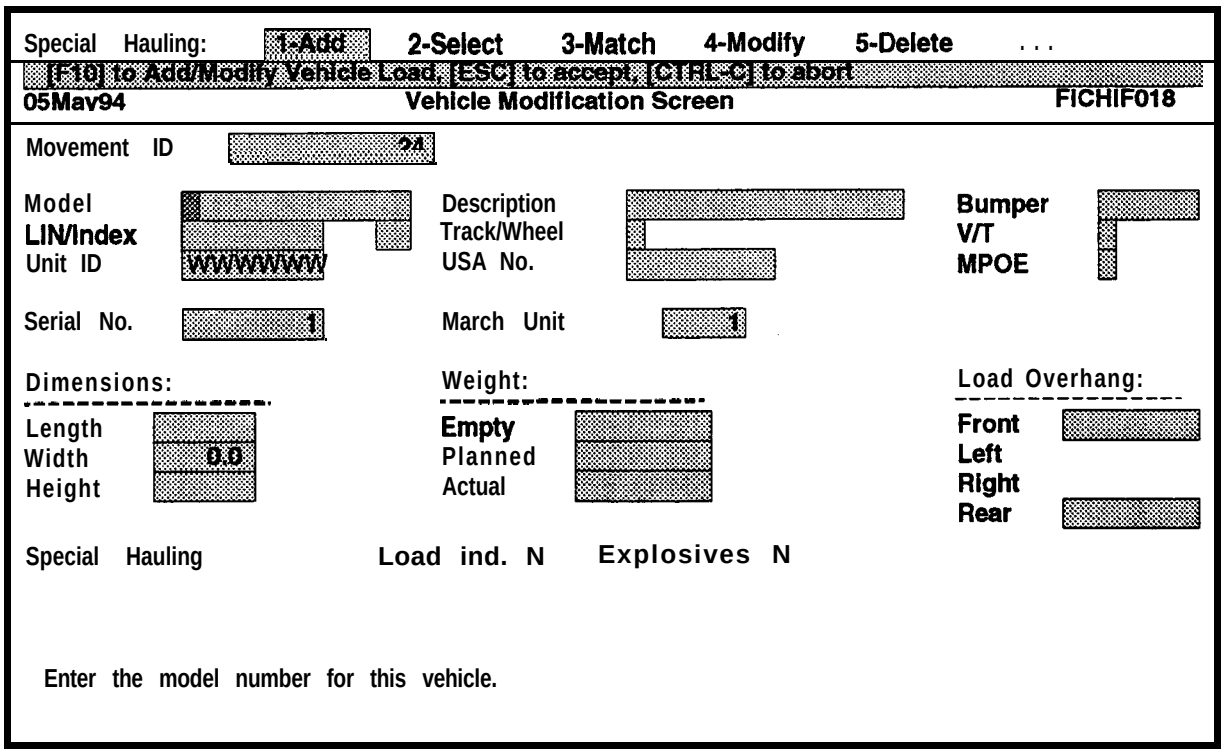

Figure 7-39. Vehicle Modification Screen
d. Enter **the Movement ID** of the SHP and press **ESC,** or accept the Movement ID which is displayed by pressing **ESC.** The Vehicle Modification Screen will be displayed as shown in Figure 7-39.